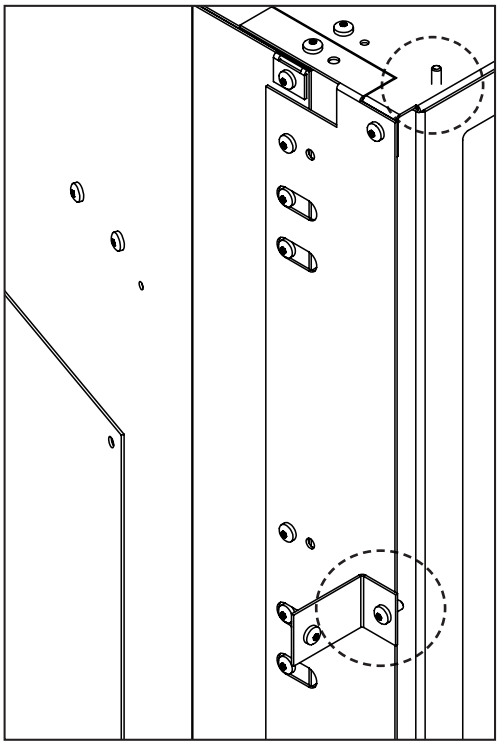

Figure 41: Panel Bracket Installed and Pin Location
2. Install the Trimmable Panel, **WITH THE FLANGES FACING OUT**, onto the Side Extensions and in front of the Panel Brackets by hooking the Panel's top flange onto the alignment pins on top of the Top Extension (See Figure 41).